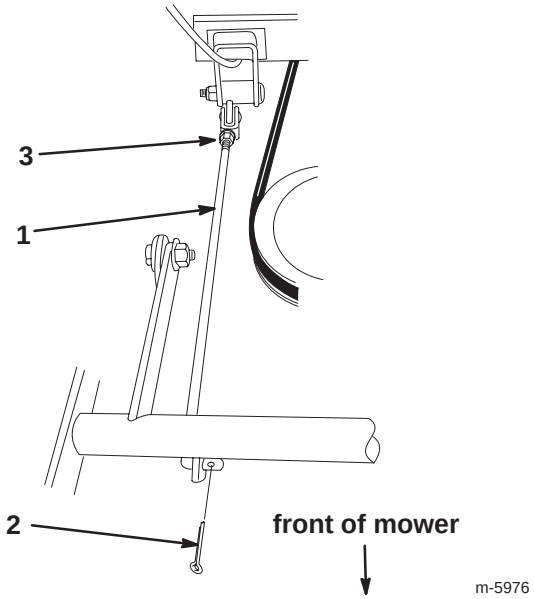

Figure 32
7. Remove the cotter pin at the front of the adjusting rod (Fig. 32).
8. Loosen the nut at the rear of the adjusting rod (Fig. 32).